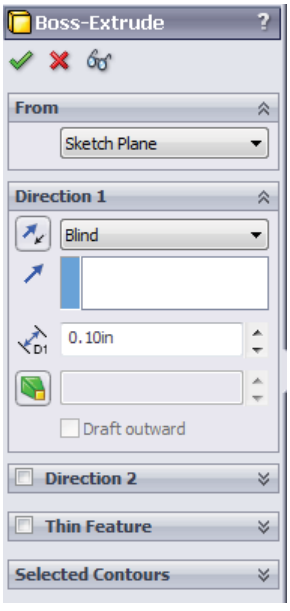
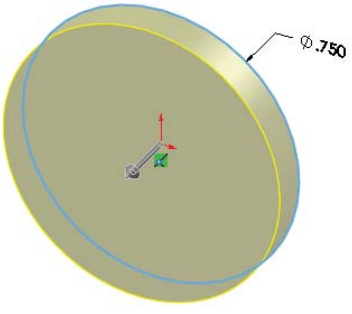

Figure 2-12** The **Boss-Extrude PropertyManager
***Figure 2-13** Preview of the base feature with arrow*
9. Next, exit the sketching environment by clicking on the confirmation corner available on the upper right corner of the drawing area; the **Boss-Extrude PropertyManager** is displayed on the left in the drawing area, refer to Figure 2-12. You will notice that the default view is automatically changed to the trimetric view and the preview of the base feature is displayed on the screen. Also, a 3D arrow will be displayed in the preview, as shown in Figure 2-13.